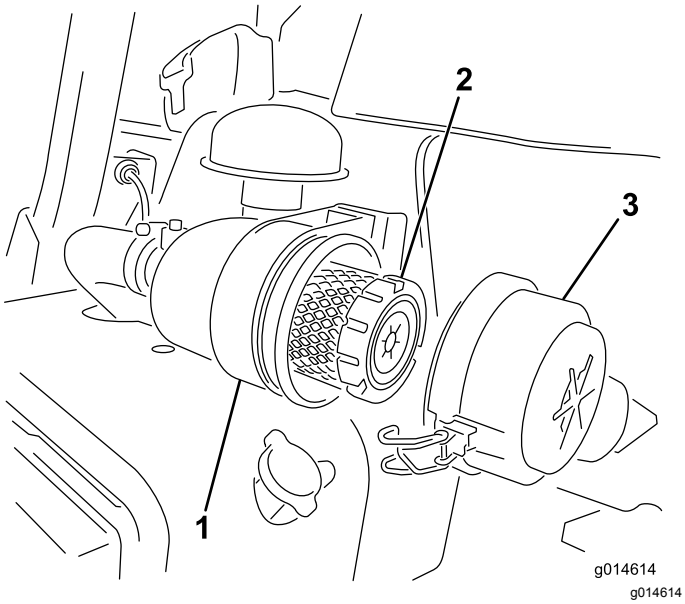

Rysunek 29
1. Zwolnij zaczepy mocujące pokrywę filtra powietrza do obudowy filtra powietrza (Rysunek 29).
7. Zamocuj za pomocą zaczepów (Rysunek 29).